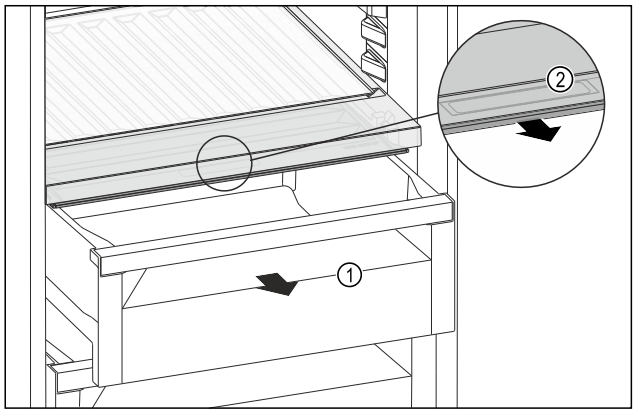

Fig. 192
▶ 拉出抽屉 *Fig. 192 (1)*。
▶ 抓住抽屉盖上的内嵌式拉手 *Fig. 192 (2)*，并同时向前拉出抽屉盖。